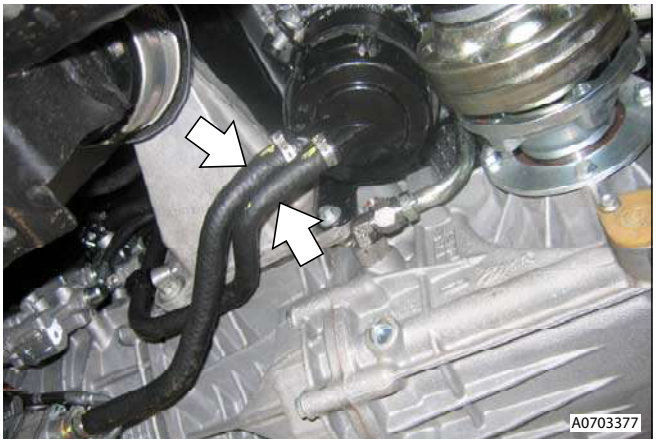

Figure 1
2. Install reservoir hoses to valve unit and pump then install new clips (remove drain tray) (see Figure 1).